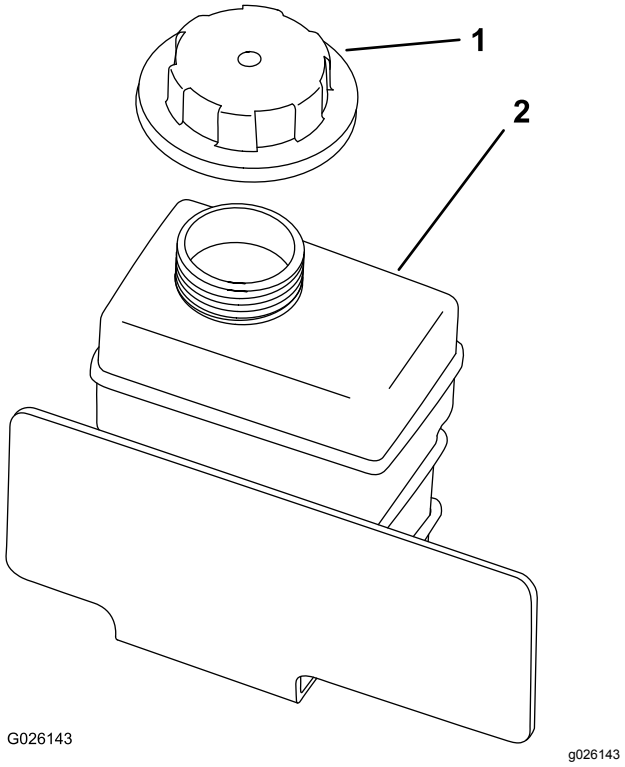

**Bild 51**
4. Prüfen Sie den Kühlmittelstand im Überlaufgefäß (Bild 51).